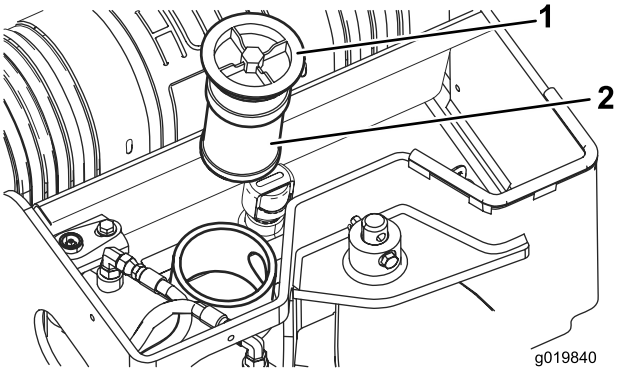

Figuur 59
5. Maak schoon rond de vulbuis van de hydraulische tank en verwijder de dop en het filter uit de vulbuis met een dopsleutel (Figuur 59).